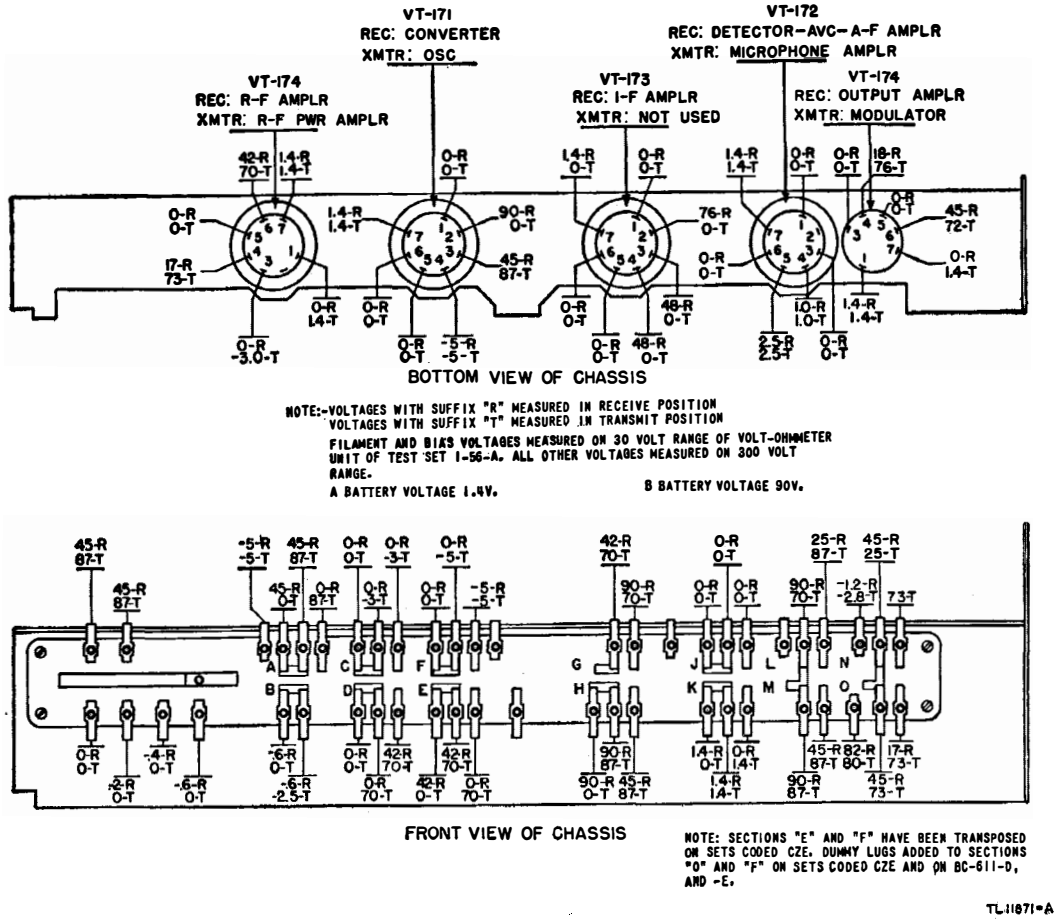

Figure 64. Radio Receiver and Transmitter BC-611-A through -E, voltage measurements.
(5) Voltage data for all tube socket connections and change-over switch connections. (See figs. 64 and 65.)
(1) Do not check filament continuity with an ohmmeter unless the highest scale is used. Failure to observe this caution may result in burning out of filaments.
(2) Although low voltages are used in Radio Set SCR–536–(*), do not make careless voltage checks. Shorting voltages to ground when taking measurements causes damage to circuit elements and reduces battery life.
(3) Exercise great caution when removing tubes, as they break easily. Use a rod inserted through the metal tube in the center of the tube socket on the bottom of the chassis and gently force the tube out. Be sure to first remove the locking clip on top of the tube.
(4) Handle crystal holders carefully and do not remove the crystals from the holders.
(5) Never replace any tube or circuit element known to be faulty until the cause of failure of the damaged element has been determined and corrected. Instructions for replacing parts are given in paragraphs 88 to 98.
(6) When making voltage and resistance measurements on a set which has been moistureproofed and fungiproofed, use a sharp probe to make good contact, while causing as little damage to the protective coating as possible. Retouch any spots where varnish is removed.
b. The trouble-shooting charts (pars. 84 through 87) and the voltage charts (figs. 64 and 65) will assist in testing and trouble shooting. Signal tracing and signal substitution may be used to localize trouble that cannot be found by inspection and voltage and resistance checks.